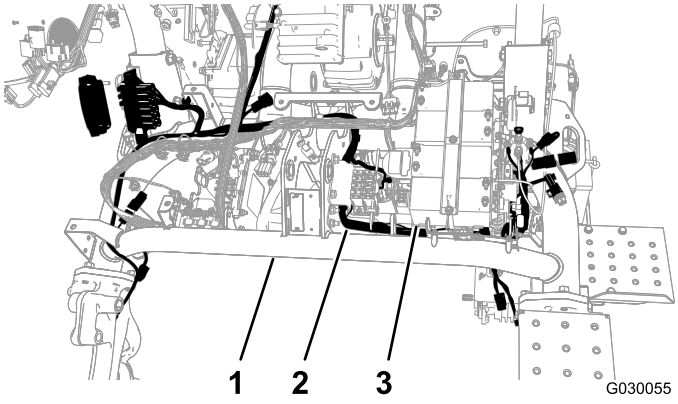

Figur 4
4. Før ledningsnettet under stellets hovedrør og foran cylinderbatterierne (Figur 4).
5. Før det nye ledningsnet tilbage under hovedrøret mellem batteripladens modsatte side og det venstre stelrør (Figur 4).